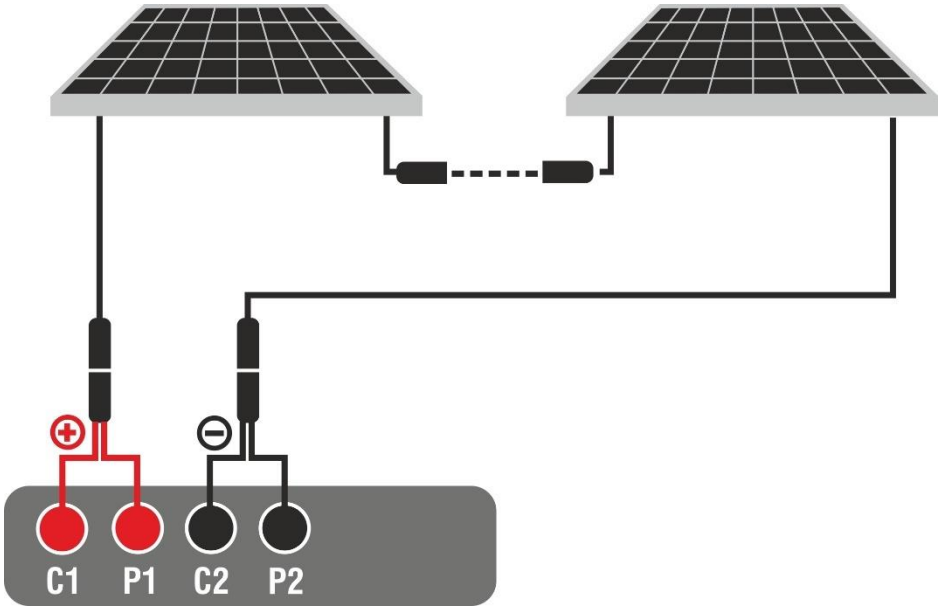

Fig. 57: Ligação de teste IVCK sem unidade remota
3. Ligar o instrumento ao módulo/corda em teste, como indicado na Fig. 57. Em particular, ligar o polo negativo que sai do módulo/corda aos terminais **P2, C2** e o polo positivo que sai do módulo/corda aos terminais **P1, C1**